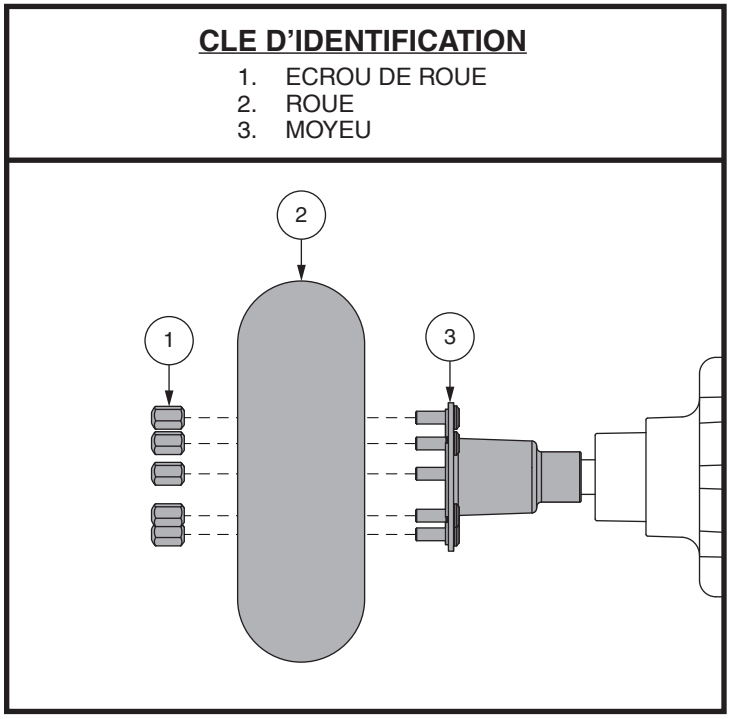

Figure 29. Enlèvement de la roue motrice
4. Retirez les écrous de roue du moyeu. **Voir la figure 29.**